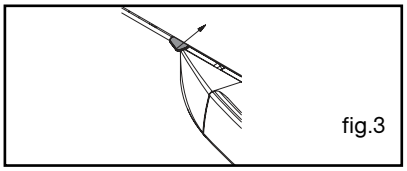

fig.3
- Åpne døren, og trykk på tappen under ovnens overside (fig.3).